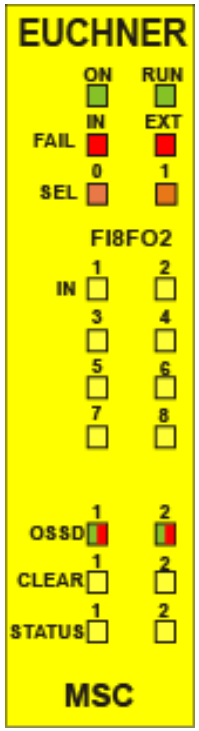

Bild 15:
8.3.3. Modul FI8FO2 *(Bild 15)*